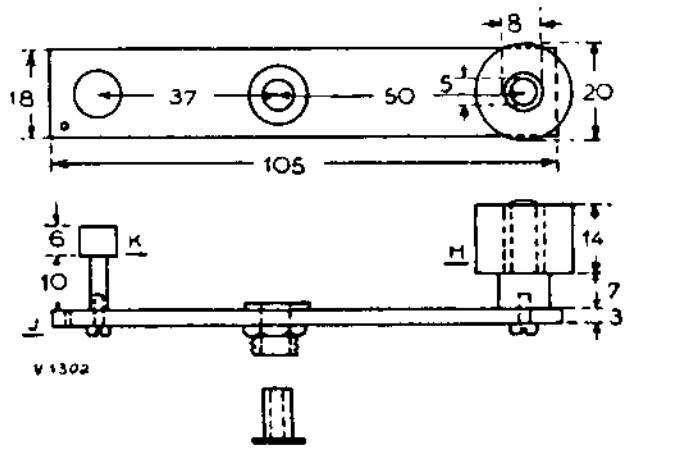

Fig. 8. *Aandruk-rol met aandruk-mechanisme.* H = aandrukrol. J = aluminium hefboom. K = knop om aandrukrol los te zetten.
De tape wordt tegen de hoofdaandrijfas aangedrukt door een drukrol, welke is getekend in Fig. 8. Deze aandrukrol H is gemonteerd op een strookje aluminium van 3 mm dikte (J), en wordt op een lagertje